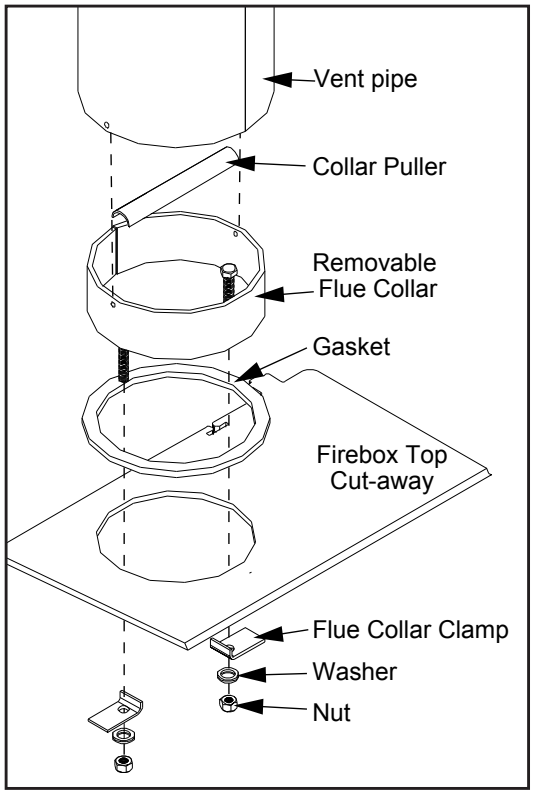

Figure 13: Attaching removable flue collar.
a) Remove the rear two (2) secondary air tube and C-Cast Ceramic Baffles, if installed (see C-Cast Ceramic Baffle Installation). Remove the secondary air tubes by placing a screwdriver (any style except flat head) into one of the air holes and tapping it with a hammer/mallet to the left.
b) Unscrew the two (2) nuts on top of the inside of the firebox, using a 9/16" wrench or socket (see Figure 13). The Flue Collar Clamps will slide off the bolts.